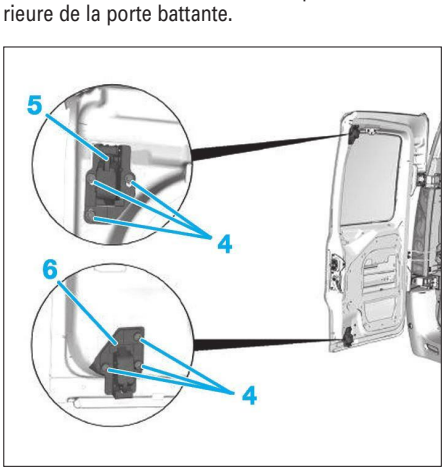

**Fig. 103**
- Desserrer les vis (4) des serrures supérieure (5) et inférieure (6) de la porte battante **(Fig.103)**.
- Serrer les vis (4) des serrures supérieure et inférieure de la porte battante.